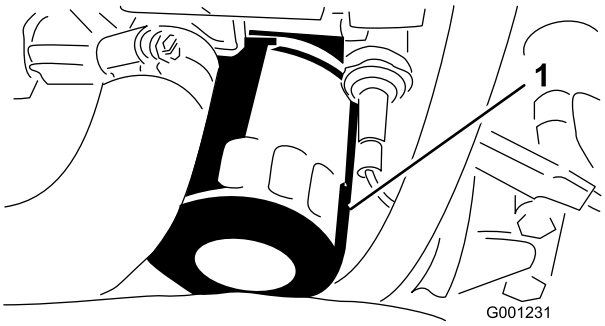

Figur 50
6. Afmonter og udskift oliefilteret (Figur 50).